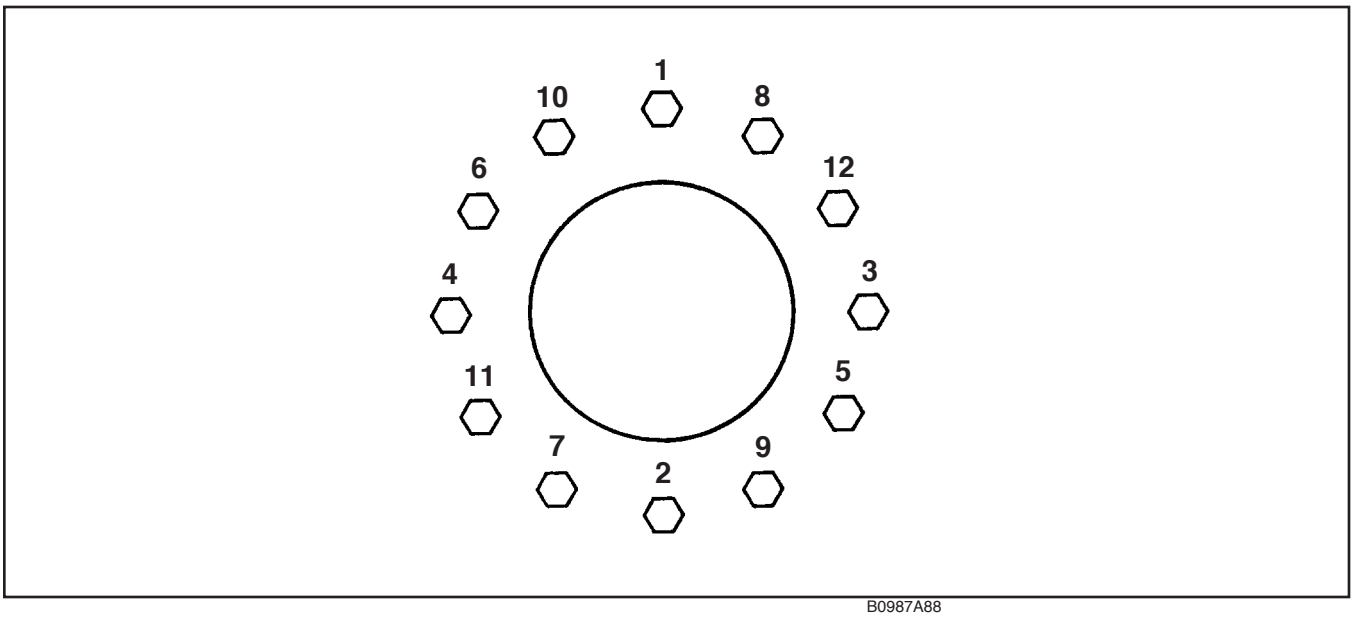

FIGURA 1. SEQÜÊNCIA DE APERTO DAS PORCAS DE RODA
4. Aperte as porcas das rodas com 300 Nm na seqüência mostrada na Figura 1. Aperte com um torque final de 515 a 570 Nm na mesma seqüência.